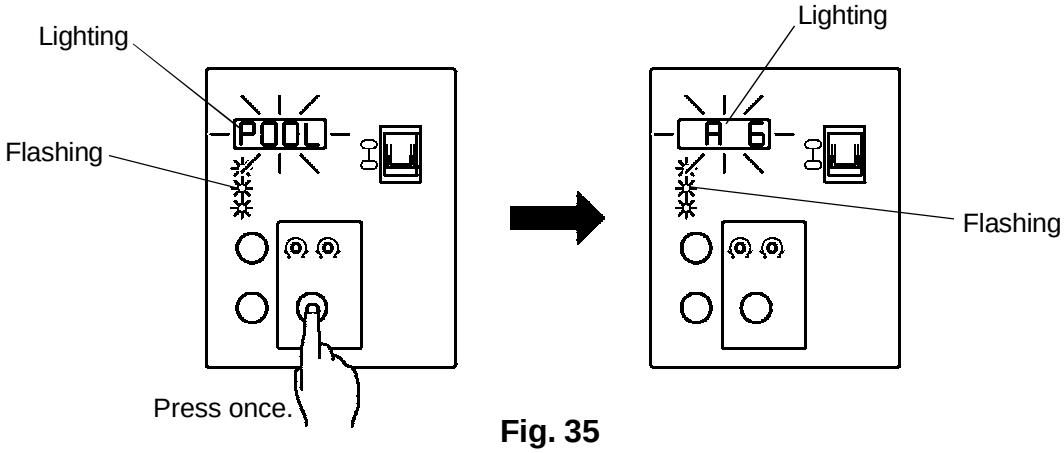

Fig. 35
14) When the desired mode appears in the Display Window, press the Set Button once. The mode displayed in the Display Window will stop flashing momentarily. Check that “A6” appears in the Display Window. See Fig. 35.